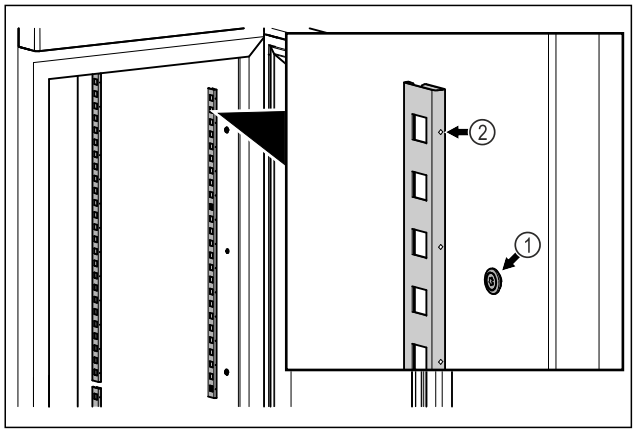

Fig. 56 Voorbeeld
▶ Vastzetstrips in de ophanging *Fig. 56 (1)* haken. Markering *Fig. 56 (2)* moet naar voren wijzen.